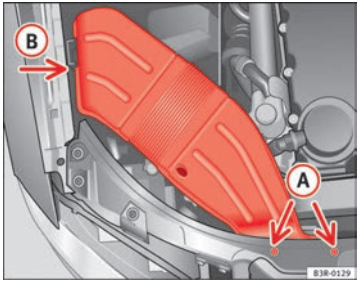

Fig. 204 Air duct on right side of vehicle
– Unscrew bolts (A) ⇒ Fig. 204.
– Detach air duct from guide (B) and take it out. ■